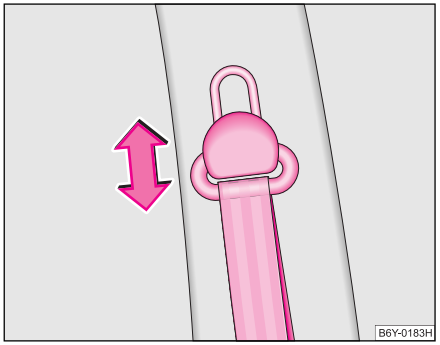

Fig. 105 Scaun față: Reglarea pe înălțime a centurii
– Pentru reglare apăsați dispozitivul de reglare şi deplasați-l în sus sau în jos ⇒ fig. 105.